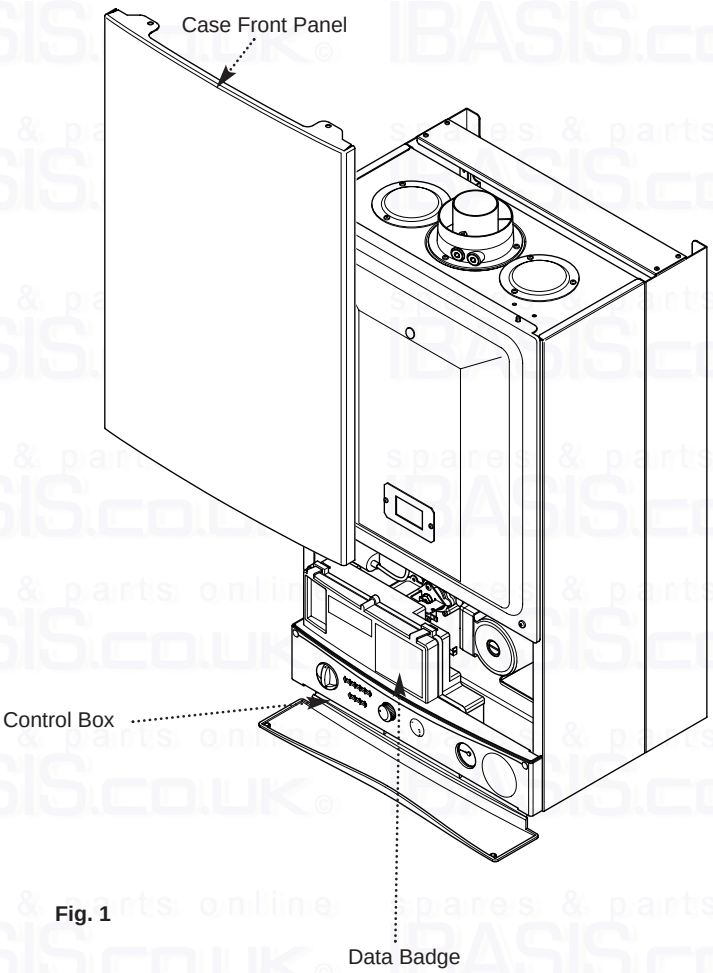

**Fig. 1**
5. The boiler data badge gives details of the model, serial number and Gas Council number and is situated on the control box. It is visible when the case front panel is removed (Fig. 1).